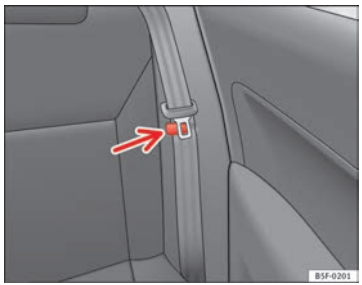

Fig. 82 Suporte para aguentar o cinto de segurança
– Coloque os cintos de segurança laterais no suporte do revestimento ⇒ Fig. 82.